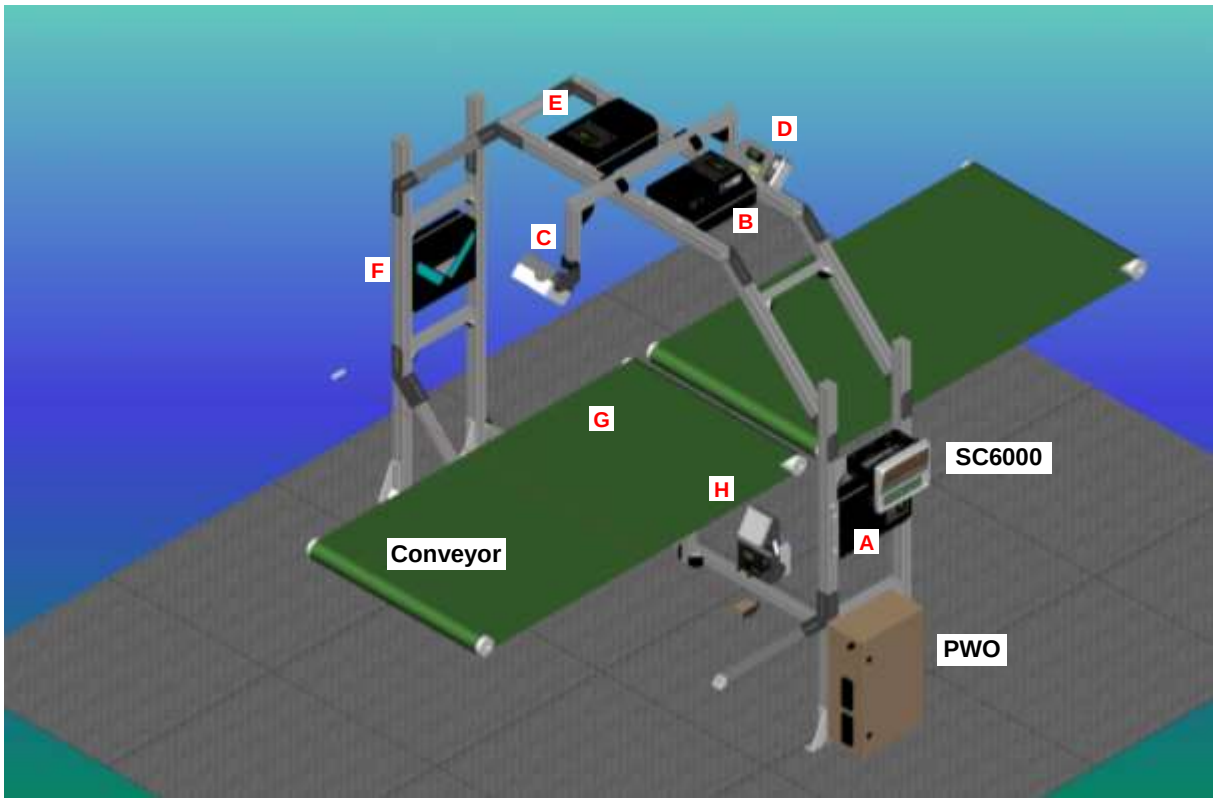

Figure 69 – Example Large Synchronized Network Reading Station
3. For Top Front and Top Back scanners (**C** and **D** in Figure 69), set the parameter Reading Parameters>Reading Condition = Skew 45°.